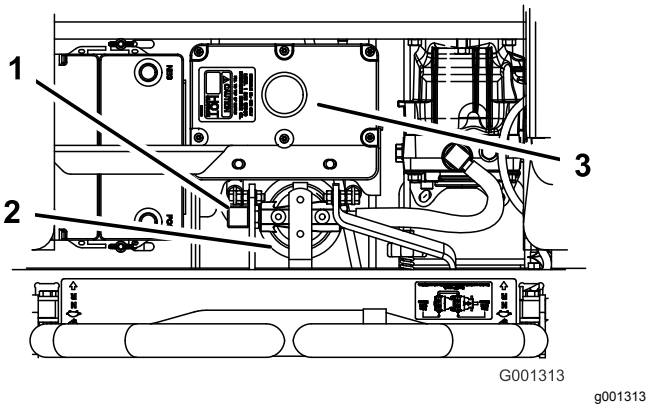

Figur 97
4. Fjern den høyre hydraulikkslangen som kommer inn i adapteren (Figur 97).
6. Monter den høyre hydraulikkslangen på adapteren (Figur 97).
7. Påfør et tynt lag på gummipakningen på det nye filteret (Figur 97).
9. Fyll hydraulikktanken med hydraulikkolje til oljen flyter over filteret, og drei deretter oljefilteret med klokken til gummipakningen kommer i kontakt med filteradapteren. Stram så til filteret med en ytterligere halv omdreining (Figur 97).